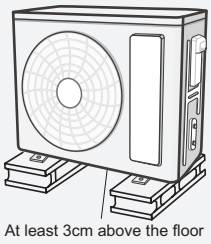

Fig.16
(1) Take sufficient protective measures when installing the outdoor unit.
(2) Make sure the support can withstand at least four times the unit weight.
(3) The outdoor unit should be installed at least 3cm above the floor in order to install drain joint.(As show in Fig.16)
(4) For the unit with cooling capacity of 2300W~5000W, 6 expansion screws are needed; for the unit with cooling capacity of 6000W~8000W, 8 expansion screws are needed; for the unit with cooling capacity of 10000W~16000W, 10 expansion screws are needed.